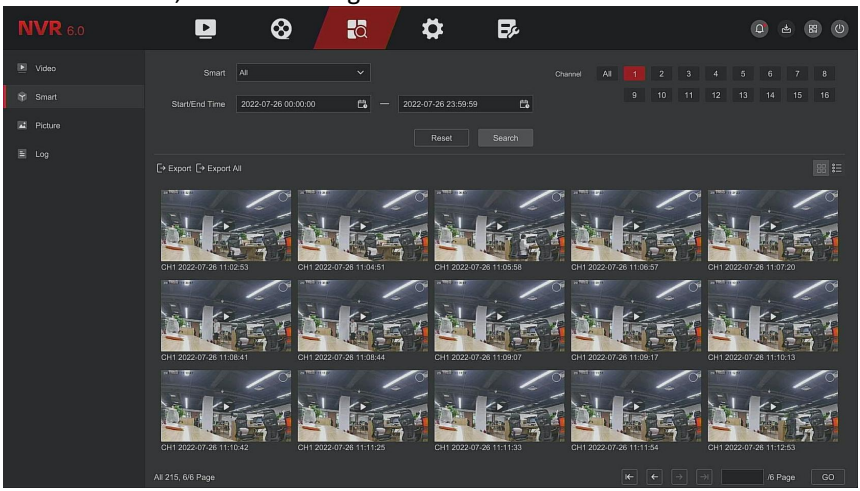

Figure 5-17
Step 1: On the main menu page, select "Search→Picture" to enter the picture search interface, as shown in Figure 5-17 below.